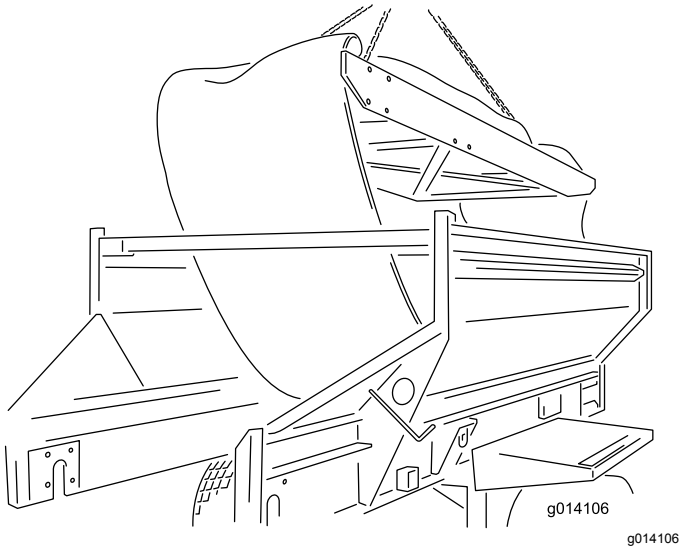

Figuur 61
24. Verwijder het element door dit omhoog te brengen vanaf de bovenkant van de machine. Plaats het element op de grond (Figuur 61).